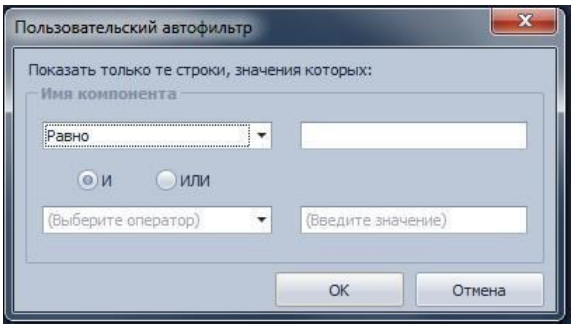

Рис. 784. Окно «Пользовательский автофильтр»
2. На экране отобразится окно «Пользовательский автофильтр», см. Рис. 784. В окне будет указан заголовок колонки, для которой задается условие. На рисунке отображаемый заголовок колонки – «Имя компонента».